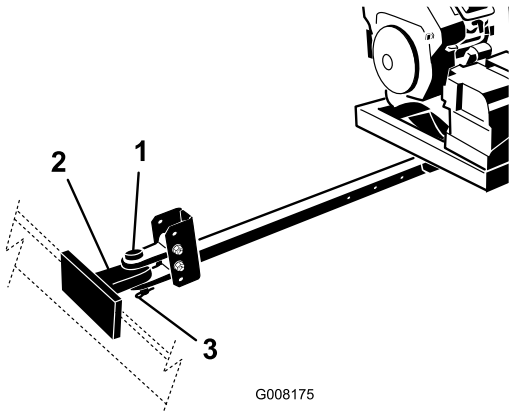

**Figuur 8**
4. Sluit de trekhaak van de blazer aan op het sleepvoertuig met de pen (Figuur 8).